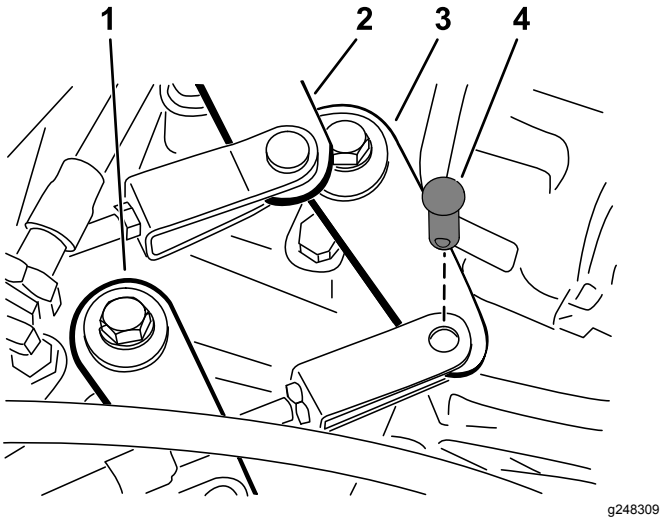

**Figur 44**
2. Fjern gaffelboltene, der fastgør gearkablerne til gearkassens gararme (Figur 44).
1. Fjern gaffelboltene, der fastgør kablet til højt/lavt hastighedsområde til gearkassen (Figur 44).